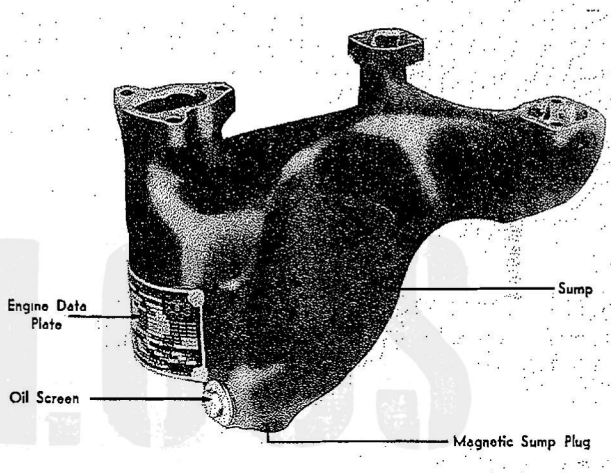

Figure 241—Oil Sump
a. Place the sump in its proper position and install the flat washers, nuts and palnuts, insuring that the oil passages are properly lined up. Refer to Figure 241.